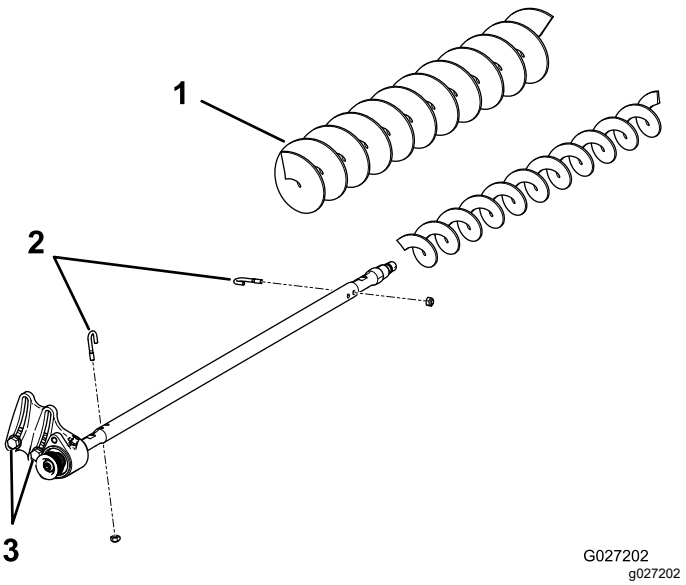

Figuur 23
3. Verwijder de twee J-bouten en moeren (Figuur 23).
4. Schuif de bestaande borstel van de borstelas af (Figuur 23).
5. Draai de twee bouten, ringen en moeren los waarmee de lagerbehuizing van de aandrijving is bevestigd aan de montagebeugel van de lagerbehuizing (Figuur 23).
6. Schuif de borstel voor hoge maaihoogte op de borstelas (Figuur 23).
7. Klem de borstel op de as met de 2 J-bouten en moeren die u eerder verwijderd hebt (Figuur 23).